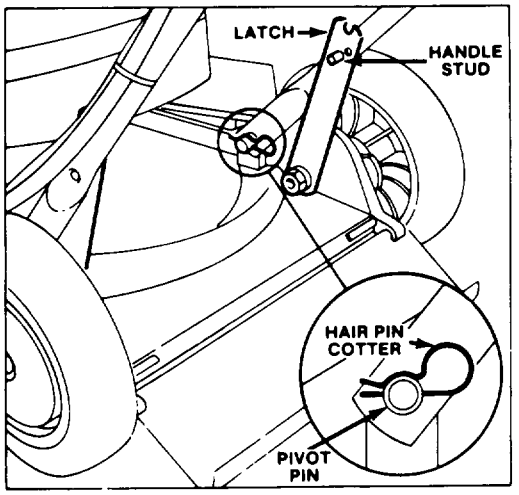

Figure 1
1. LOWER HANDLES (Fig. 1) – Push ends of handle together and install on pivot pins. Move handle and latches backward until handle studs snap into center hole. Push hair pin cotters through holes in pivot pins.